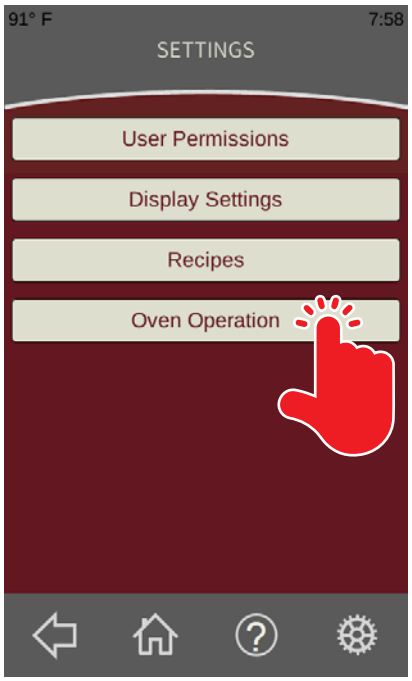

Fig. 62
1. From the ***Settings Screen*** (Fig. 62) touch the Oven Operation button (Fig. 62). The ***Operation Settings Screen*** should be displayed.